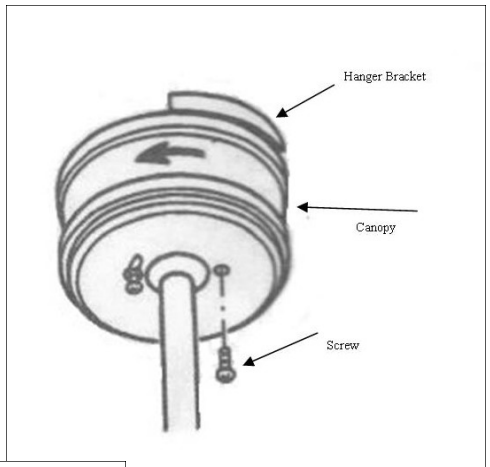

Figure 6
- The 2 screws on the mounting bracket face should slip through the keyhole slots in the canopy. *(figure 6) Tighten until snug but do not over tighten as this is a decorative part only.*